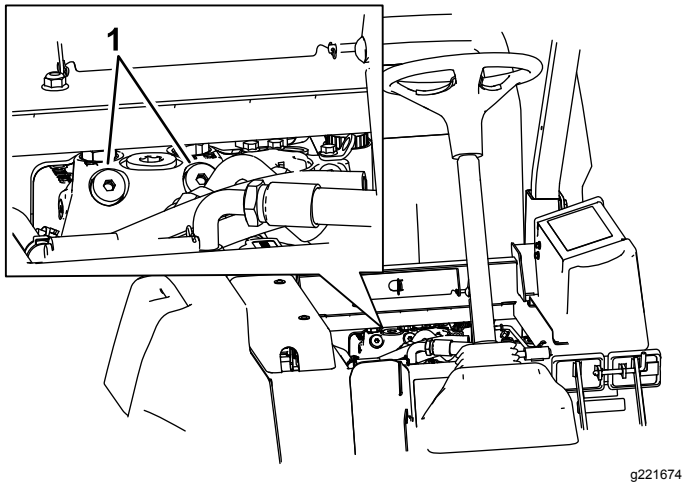

Figur 38
1. Hev setet, og finn omløpsventilene som finnes under fronten på drivstofftanken (Figur 38).